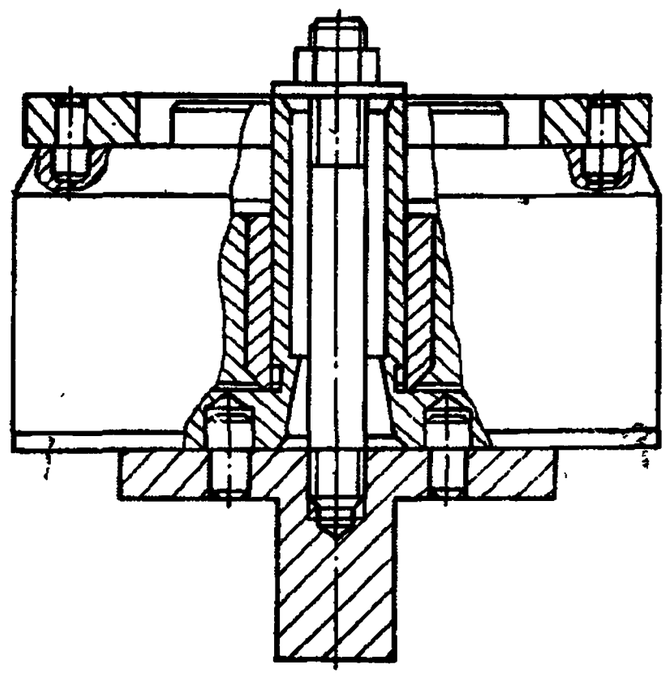

Рис. 88. Установка муфты опережения впрыска топлива в приспособление И801.16.000 для разборки-сборки
25. Установите муфту опережения впрыскивания топлива на приспособление (рис. 88)	Приспособление И801.16.000